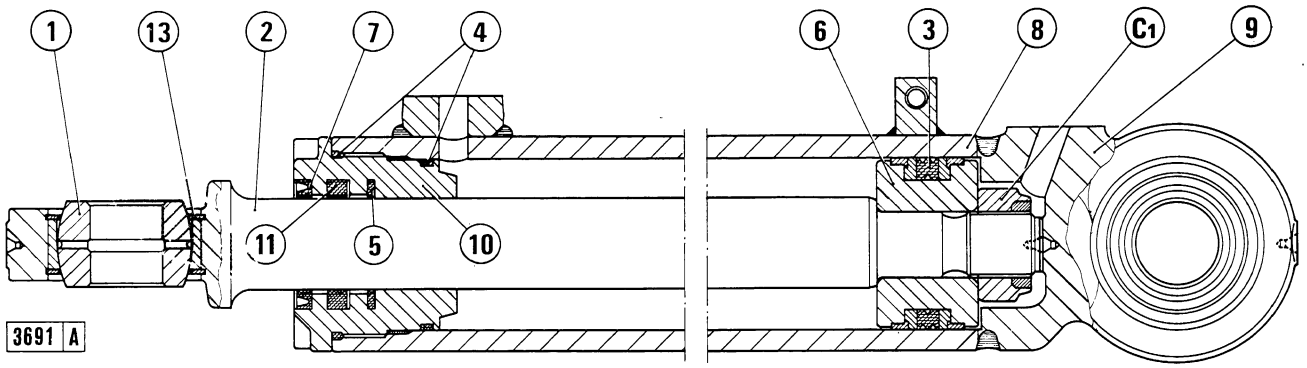

Fig. 15-37 - Longitudinal section through angle cylinder.
Disassemble the cylinder, removing front end plate (10, fig. 15-37) using wrench 75297348.
Take off piston rod (2, fig. 15-37) with attached piston (6) and inspect as directed for tilt cylinder (para 15.5.2).
In case of replacement install the new ball joint (1, fig. 15-37) into its seat following the instructions at para 15.5.4.